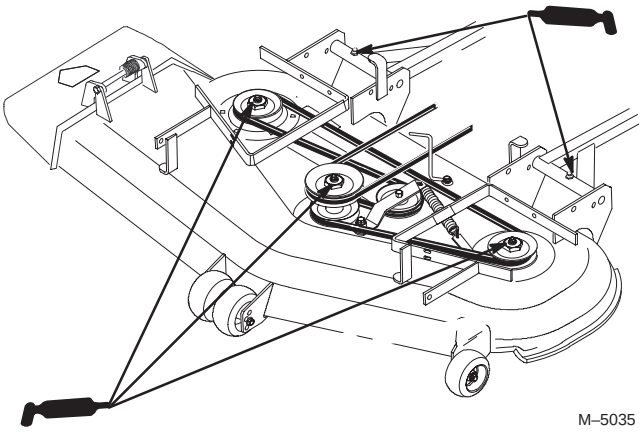

Figure 44
2. Lubrifiez les graisseurs des roulements des trois axes jusqu'à ce que la graisse sorte par les joints inférieurs (Fig. 44).
3. Lubrifiez les graisseurs des bras de poussée (Fig. 44).